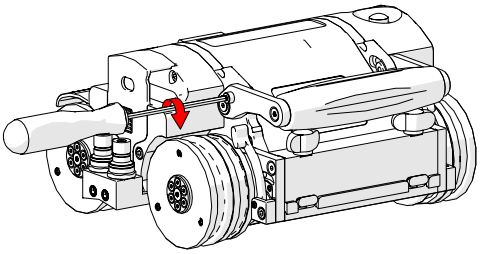

Fig. 88 - Tighten lock screws
3. Tighten the handle lock screws when complete *(Fig. 88)*.